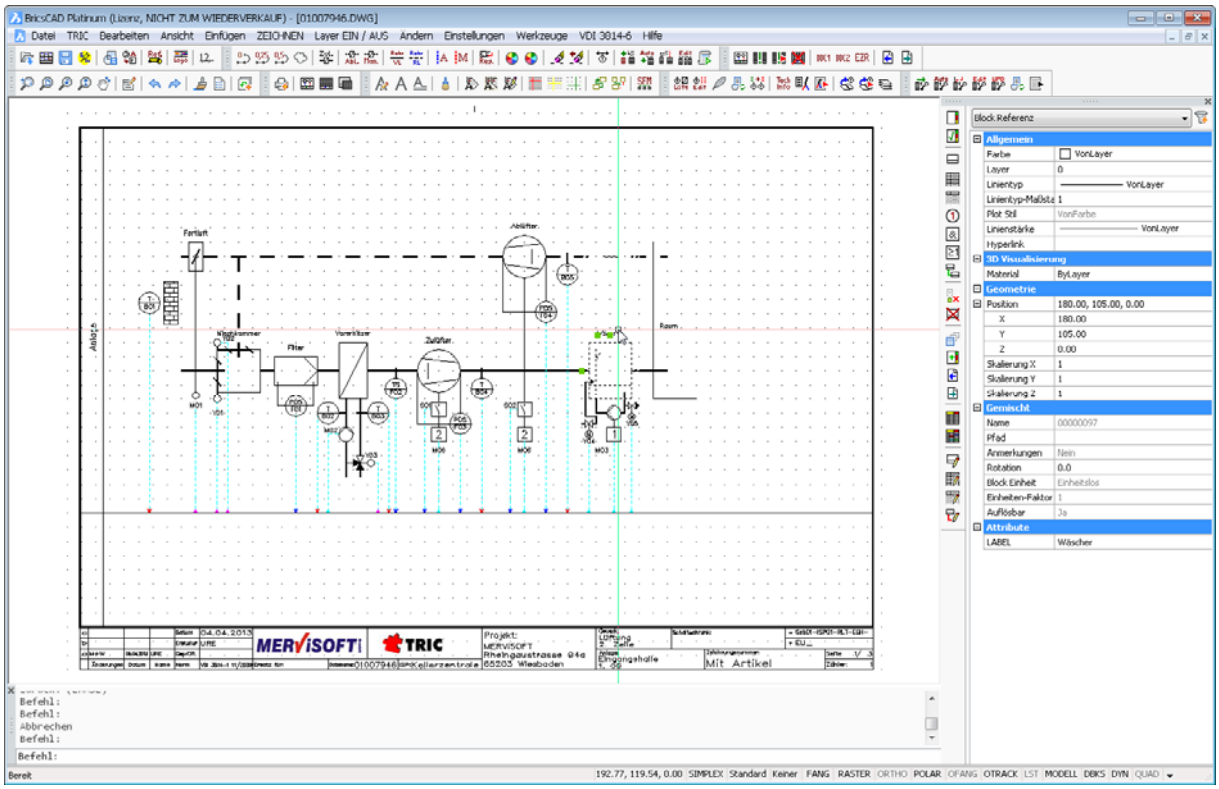

Bild 17.19 – Löschen einiger Anlagenteile aus dem Teilprojekt
- Öffnen Sie das Blatt *01 1.1.1.1* der Anlage *Eingangshalle*. Löschen Sie den Kühler und den Wäscher (rechte Gruppe). Speichern Sie das Blatt (Abb. 17.19).